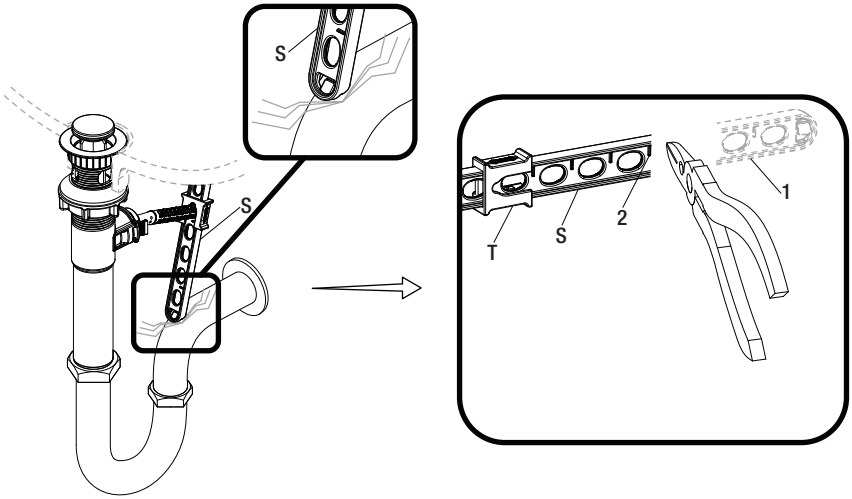

Fig. 1 Fig. 2
- ☐ If the pop up lift rod strap (S) is interfering with your installation, as shown in Fig. 1, the lift rod strap (S) can be cut shorter.